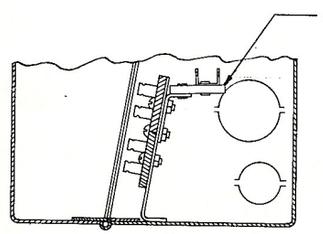

FIGURE 1
8. In AM-101-X only, mount the AM-2048 Terminal Strip in accordance with Figure 1.